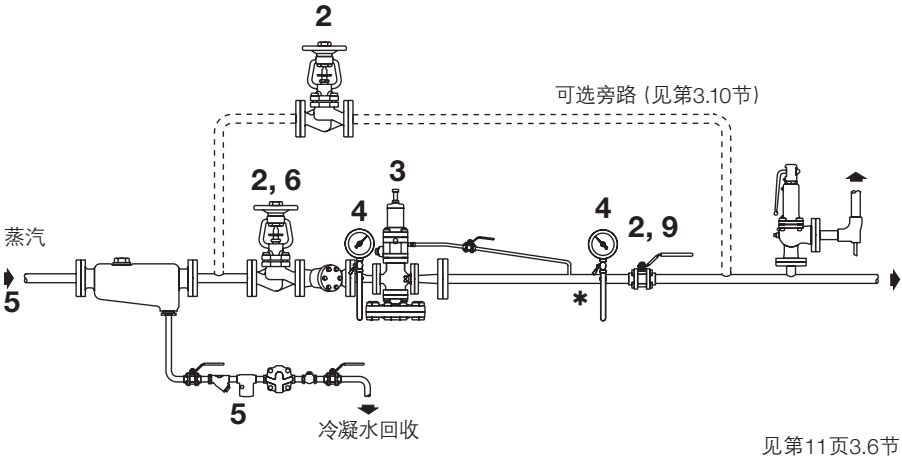
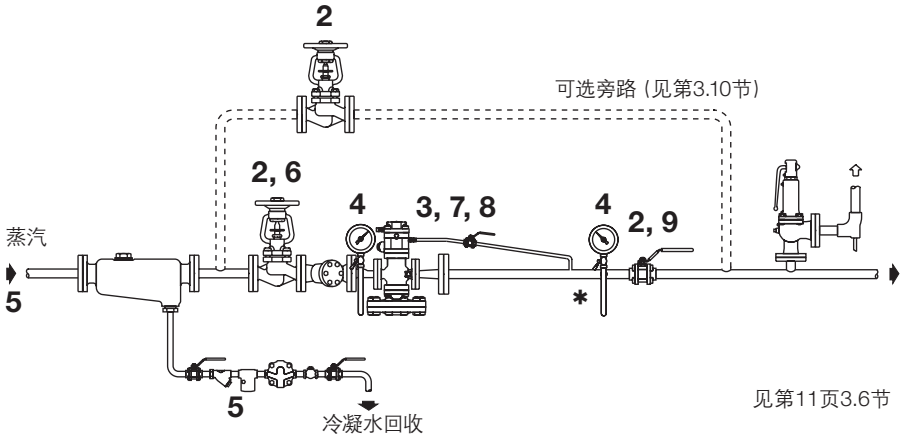

图8 DP27, DP27E和DP27Y的设定过程
图9 DP27R的设定过程
压缩空气出调节阀后如图4接在压缩空气控制盖接口上。空气进口连接可用外径6mmO/D铜管。DP17R的最大控制压力为15barg (218 psig)，典型的安装见第15页图9。
如果必需一直保证流经阀门的蒸汽供应,应安装旁路使减压阀维修时仍能保证蒸汽持续供应,见第15页图8和图9。
4.1 设定程序 (图8和图9)
DP27, DP27E 和 DP27Y (图8)
DP27R (图9)